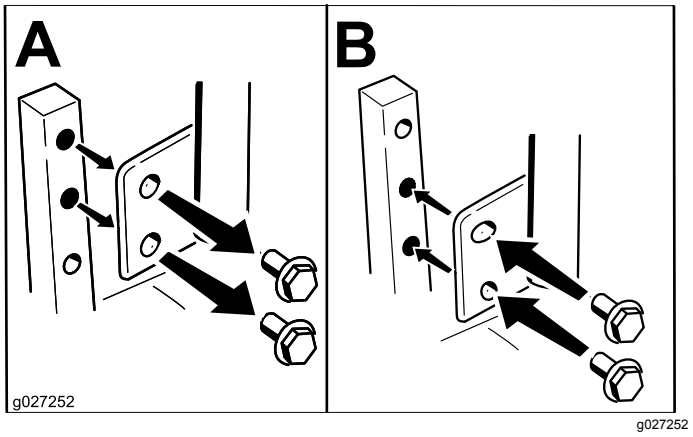

**Figur 21**
Du kan justere bevægelseshåndtagene til en højere eller lavere højde for maksimal komfort (Figur 21).
2. Løsn den nederste bolt lige akkurat nok til, at håndtaget kan drejes fremad eller bagud (Figur 21).